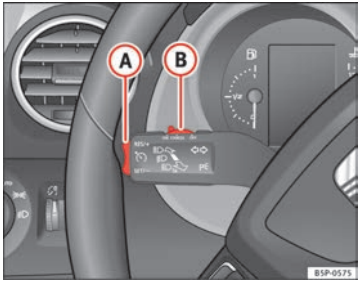

Fig. 151 Leva degli indicatori di direzione e degli abbaglianti: interruttore e tasto di comando del regolatore di velocità
– Quando il veicolo raggiunge la velocità che si desidera impostare, premere una volta sulla parte inferiore del tasto **SET/-** ⇒ fig. 151 (A).